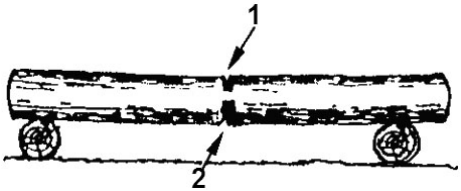

Рис. 10. Пропилы при раскряжевке дерева на двух опорах
1. Бревно лежит на двух опорах (Рис. 10). Разгрузочный пропил (1) на 1/3 бревна делается сверху. Основной пропил (2) делается снизу навстречу разгрузочному пропилу.